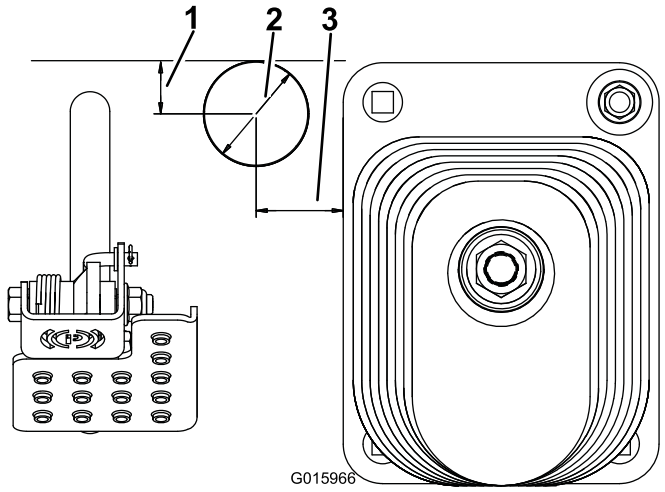

Figur 4
2. Använd måtten som visas i Figur 4 och lokalisera, markera och borra ett hål med en diameter på 51 mm i golvplattan.